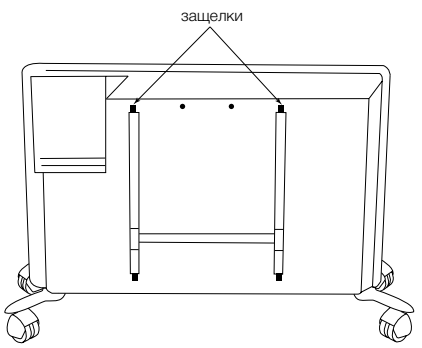

Рис. 4
– нажмите на защелки и потяните кронштейн на себя, нажав вниз на две защелки (*рис. 4*);
Произвести чистку пространства позади установленного на стене обогревателя довольно несложно. Нажмите вниз две защелки (*рис. 4*) на задней стенке обогревателя и потяните сам обогреватель вперед. После того, как он будет снят, можно будет вымыть стенку, на которой он был установлен.